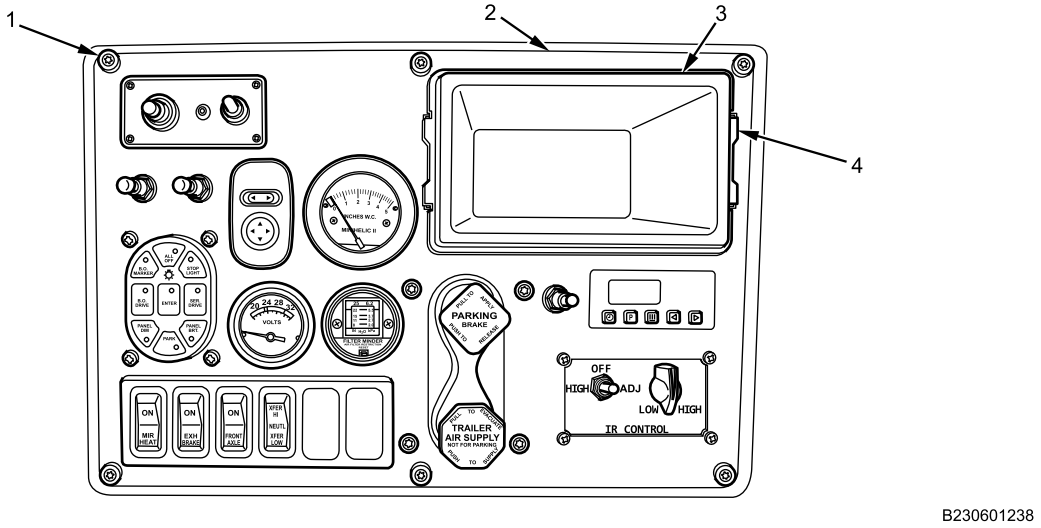

Figure 1. IP Center Trim Panel.
1. Push in on storage bin retainers (Figure 1, Item 4) and pull storage bin (Figure 1, Item 3) from IP center trim panel (Figure 1, Item 2).
2. Remove six screws (Figure 1, Item 1) securing IP center trim panel (Figure 1, Item 2) to IP.